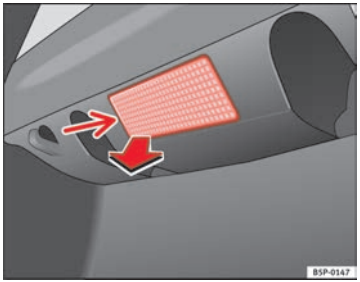

Fig. 148 Luz maletero
– Extraiga la tulipa haciendo presión sobre el borde de la parte interior de la misma -flecha- con ayuda de un destonillador por su parte plana ⇒ fig. 148.